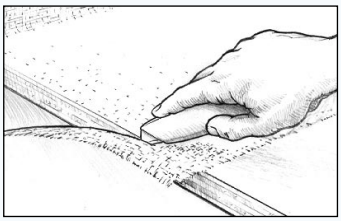

Figur 25 Afskær overskydende glasfiberdug, når epoxyen har fået geleagtig konsistens, men før den hærdes og bliver hård.
8. Afklip den overskydende *(Figur 25)* og overlappede dug, når epoxyen er begyndt at hærde. Dugen kan let klippes af med en skarp hobbykniv, så længe epoxyen ikke er hærdet helt. Hvis det er nødvendigt, kan overlappende dug afklippes på følgende måde.